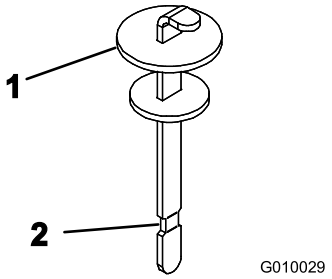

Figura 20
4. Retire a vareta do tubo de enchimento e limpe-a com um pano limpo. Introduza a vareta no tubo de enchimento, retire-a e verifique o nível de fluido. O nível de fluido deve situar-se até à marca da vareta (Figura 20).